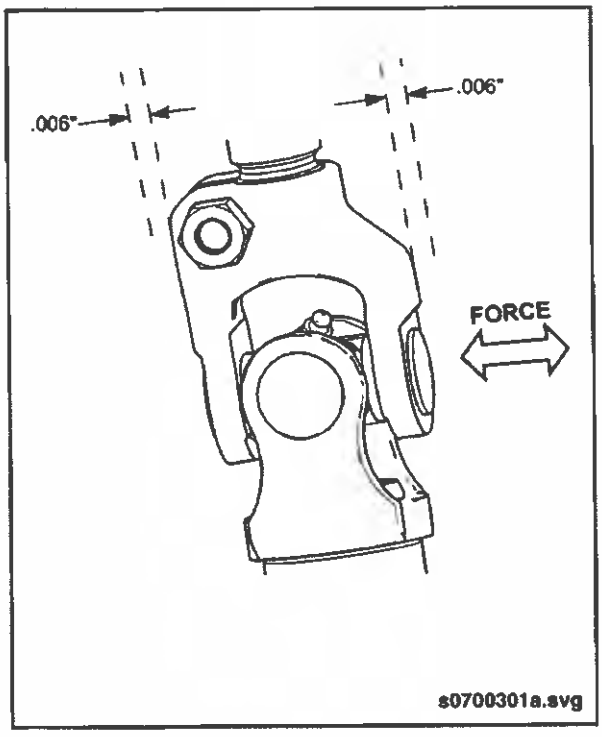

Fig. PM-6: Steering Driveshaft U-Joint Inspection
a. Restrain the end yoke from moving and apply lateral side to side force on each U-joint. Note the total back and forth movement of the U-joint cross within the bearing cups. Maximum allowable end play is 0.012" (0.30 mm). km). See "Fig. PM-6: Steering Driveshaft U-Joint Inspection" on page 20.